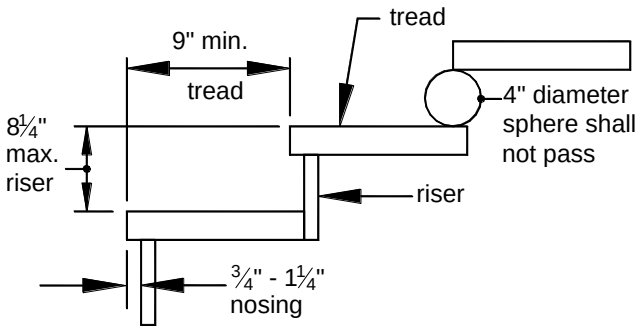

FIGURE 39: TREADS AND RISERS
- Stair geometry and opening limitations shall meet the requirements shown in FIGURE 39. Treads, risers and nosing dimensions shall not deviate at each step by more than ⅜ inches.